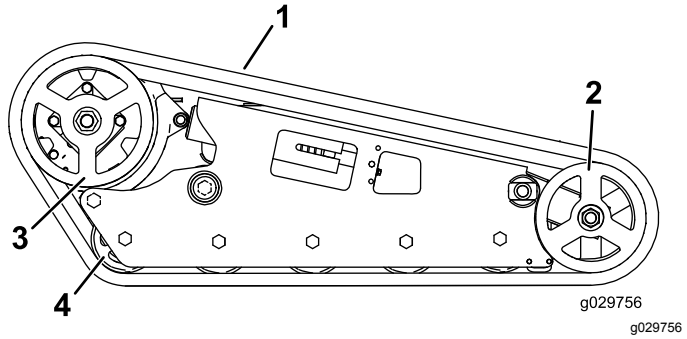

**Figuur 55**
***Belangrijk:*** **Zorg ervoor dat u de wegwielen, het voorwiel en de kettingwielaandrijving grondig reinigt (Figuur 55). De wegwielen moeten vrij kunnen draaien als deze schoon zijn.**